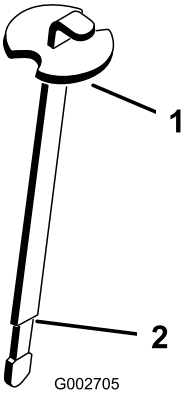

**Figur 16**
3. Fjern målepinden fra påfyldningsstudsen, og tør den af med en ren klud. Indfør målepinden i påfyldningsstudsen, tag den op igen, og kontroller væskestanden. Væskestanden skal nå op til mærket (indsnøringsområdet) på målepinden (Figur 16).